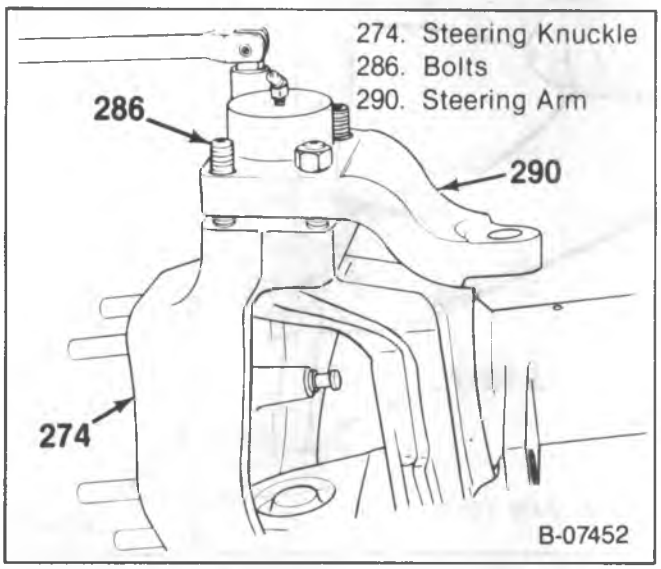
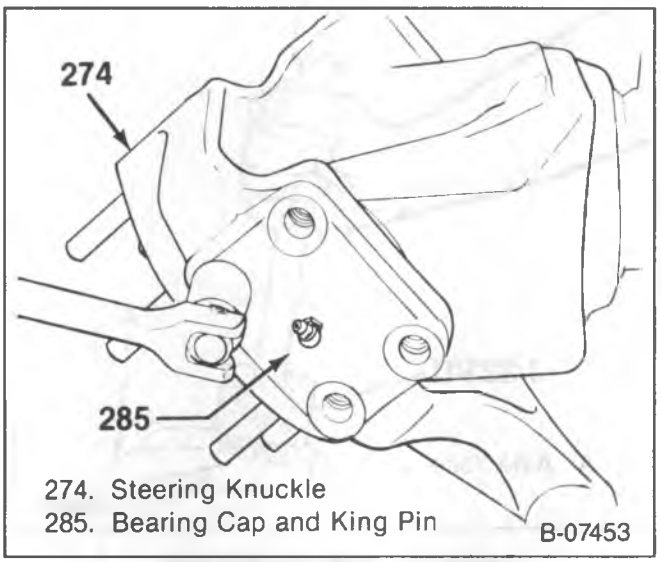

Figure 55 – Removing the Cap and Steering Arm Fasteners
Figure 56 – Removing the Lower Bearing Cap and King Pin
2. Locking hub assembly (249).
4. Spindle (265).
5. Upper cap (273) and/or steering arm (290).
- For the cap, remove the bolts (271) and washers (272) alternately as the compression spring will force the cap up.
- For the steering arm, remove the nuts (291) alternately as the compression spring will force the steering arm up (figure 55).
6. Gasket (289) and compression spring (288).
7. Bolts (271) and washers (272) (figure 56).
8. Lower bearing cap and ball joint (285).